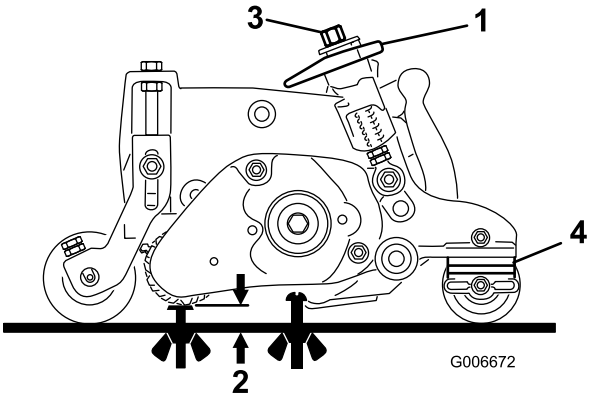

Figura 40
3. Rode as alavancas de libertação rápida (Figura 40) para a posição de encaixado (o manípulo aponta para a parte dianteira da unidade de corte. **Para configurar a barra indicadora, recorra ao gráfico dos intervalos recomendados para Altura de Corte (ADC) e Altura de Aparo (ADA).**
4. Numa extremidade do cilindro do rastelo, meça a distância que vai da ponta da lâmina mais baixa do rastelo até à superfície de funcionamento (Figura 40). Rode o manípulo de ajuste da altura (Figura 40), para levantar ou baixar a ponta da lâmina do rastelo, até à altura desejada.